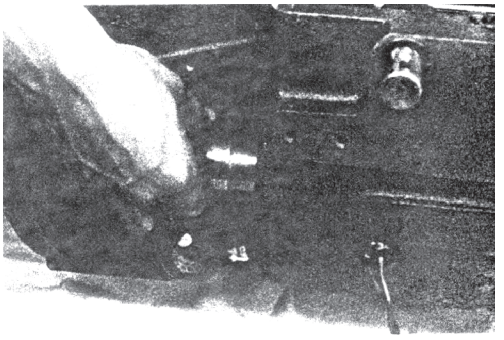

Fig. 3-17
(5)Remove the shaft arm (See Fig. 3-17).